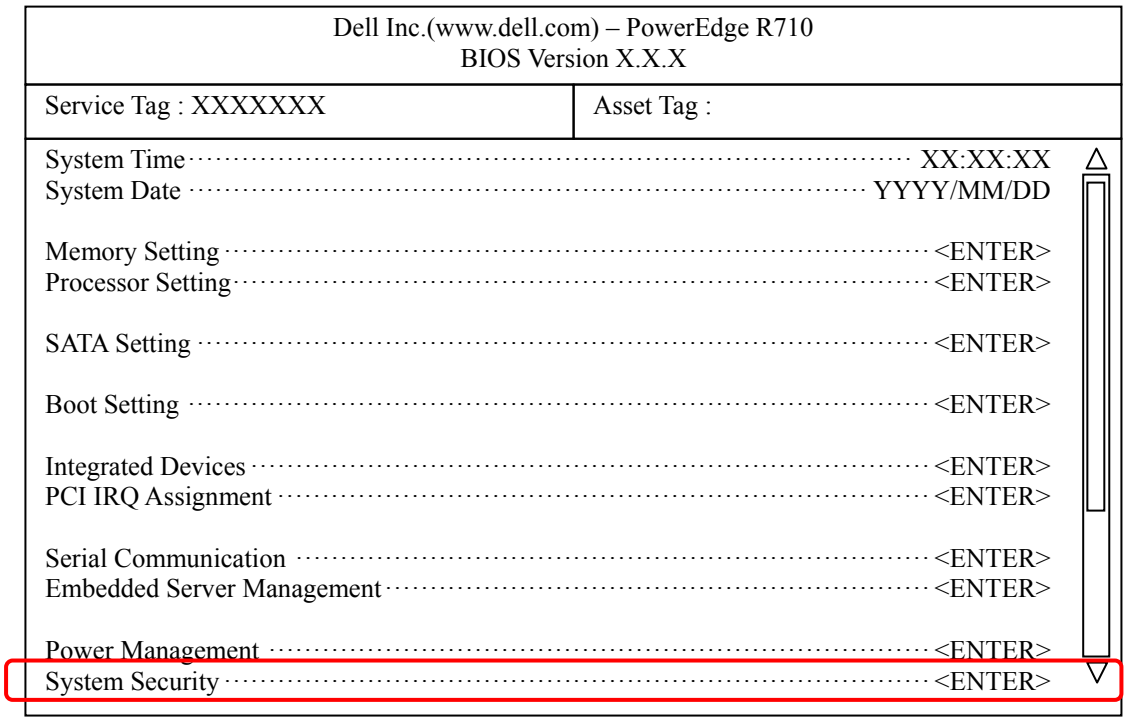

Figure B.2.3-1 BIOS Setup Utility window
(4) The BIOS Setup Utility window is displayed as shown in Figure B.2.3-1.
It returns to the window of Figure B.2.3-1 BIOS setup utility.